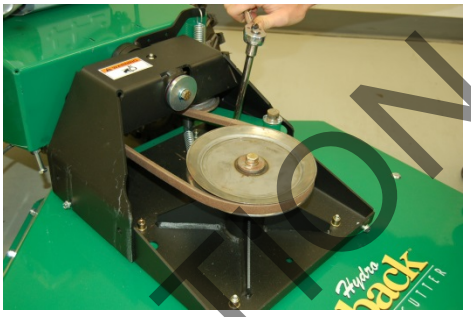

Fig. 10
3. Loosen the four screws (item 27) holding deck belt cover (item 29) and remove cover.
4. Follow the steps 3 and 4 in the Transaxle drive belt removal section to remove the Transaxle drive belt. NOTE: It may be necessary to pry idler pulley (item 35) away from its original position to release belt, using a ratchet with an extension in the square hole on the idler arm should allow the proper leverage to pull it off the belt. (See *Fig. 10)*